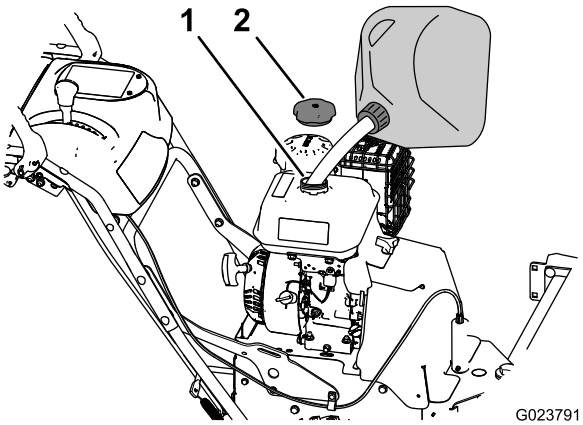

Figur 7
1. Gör rent omkring tanklocket (Figur 7).
2. Ta bort locket från bränsletanken (Figur 7).
4. Skruva på tanklocket och torka upp eventuellt utspilld bensin (Figur 7).